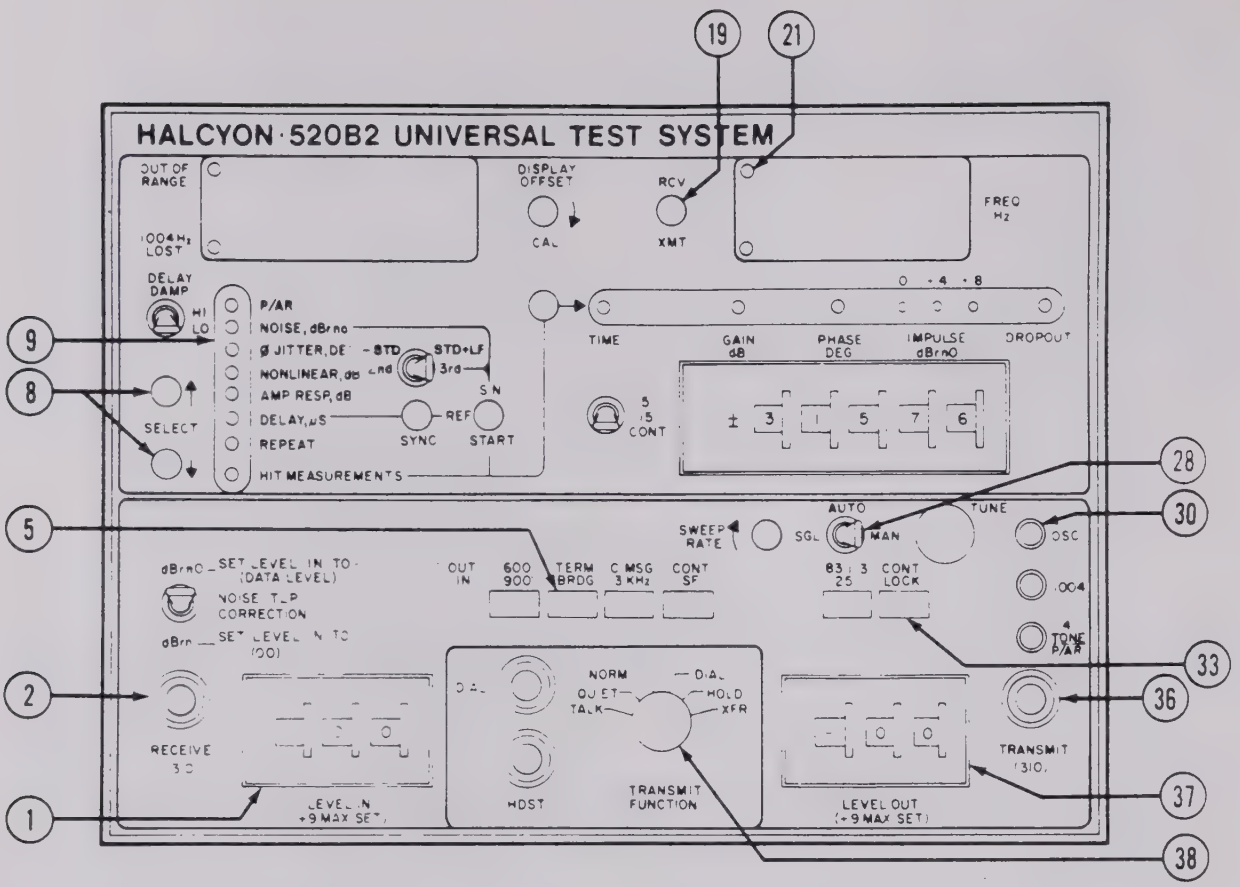

Figure 3-29. X-Y Recording Initial Setup Controls
(1) 520B2 Setup. (See figure 3-29.)